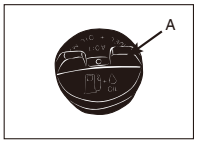
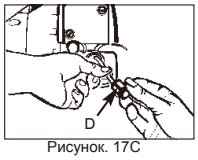

Рисунок. 17A
Рисунок. 17C
1. Снимите крышку (A) с топливного бака (B), чтобы извлечь топливный фильтр (D) из бака. Извлеките фильтр из бака при помощи куска проволоки (C) с крючком на конце (рис. 17A и 17B).
2. Отсоедините фильтр (D) с помощью вращательных движений.
3. Замените топливный фильтр (D) (рис. 17C).
ПРИМЕЧАНИЕ. ливный фильтр (D) (рис. 17C).